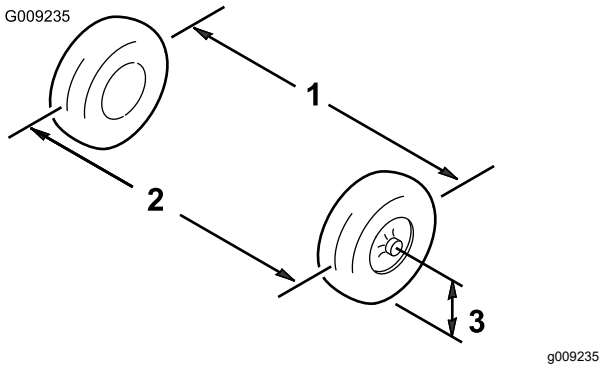

Figur 45
1. Mål afstanden mellem begge fordækkene ved akselhøjden ved både forsiden og bagsiden af fordækkene (Figur 45).